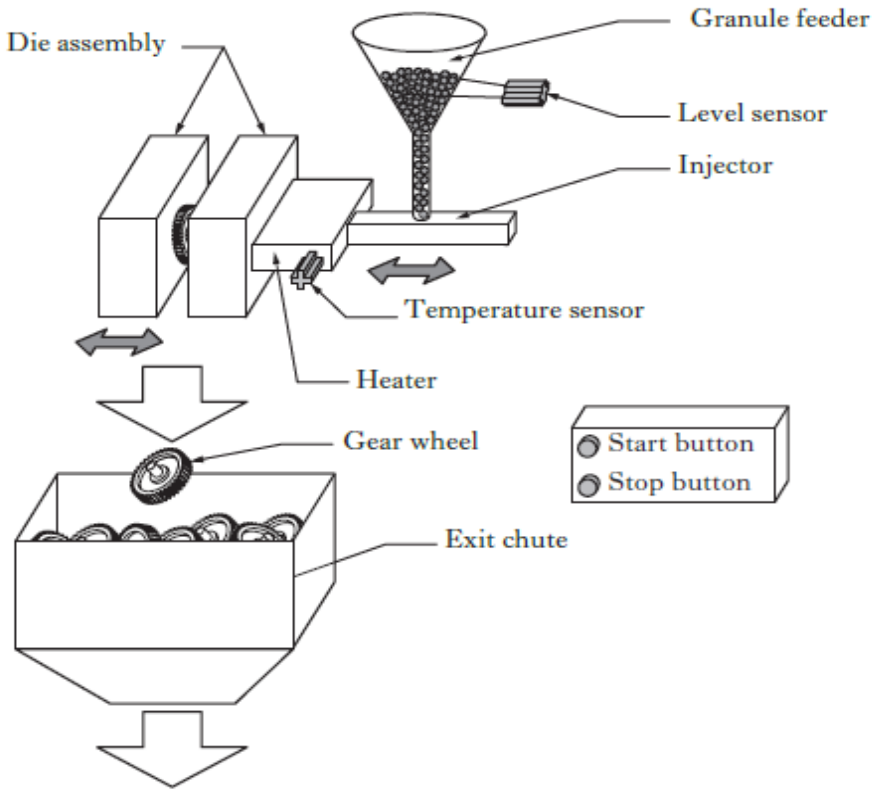

**FIGURE 1**
3.1 FIGURE 1 shows a PLC system, which manufactures plastic gears. The injectors are pneumatic, and the die assembly is hydraulic.
3.1.1 Design a function block PLC program that will control the system in FIGURE 1. (18 × ½) (9)
3.1.2 Design a ladder PLC program that will control the system in FIGURE 1. (24 × ½) (12)